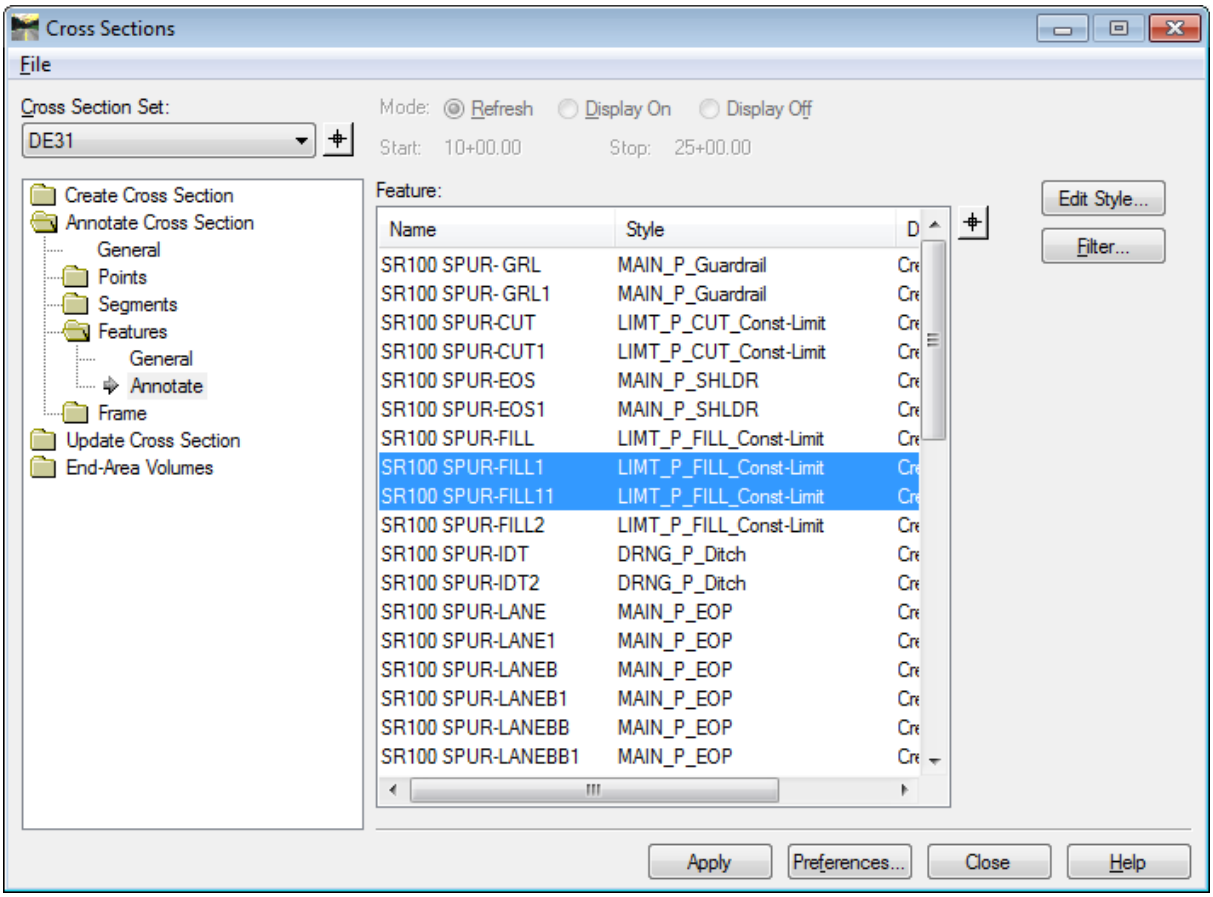
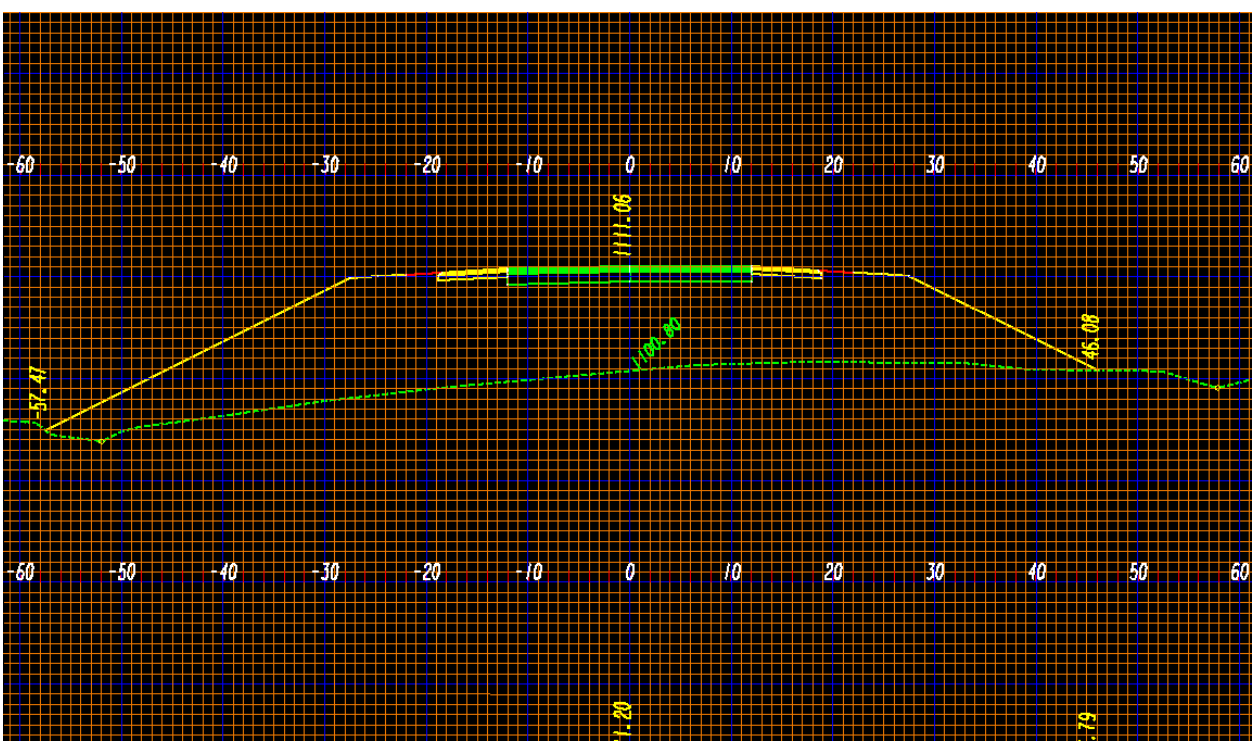

Figure L9-33 Annotate Cross Section
Figure L9-34 MicroStation View Window
47.	**Annotate the Fill Slope Stake Features.** • In the **Annotate Cross Section** folder, ensure your selections match those shown in *Figure L9-33*. • Click **Apply** but do **not** close the **Cross Sections** dialog. • Verify your view in MicroStation matches that shown in *Figure L9-34* and the Slope Stake Offset distances for the Fill Slopes were annotated.